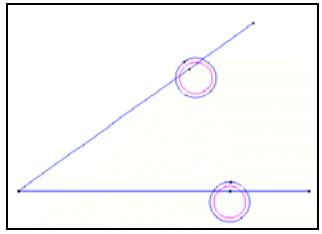

Figure 7. Result of copying and rotating the line.
4. Press **ESC** to indicate that the process of selecting lines is finished, thus executing the task (Figure 7).